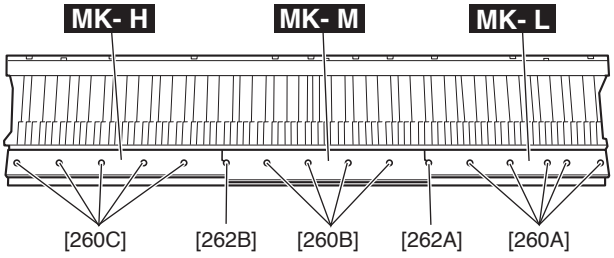

Fig.28（図 28）
Remove the five (5) screws marked [260A] and the screw marked [262A]. The MK-L circuit board can then be removed. (Fig.28)
Remove the four (4) screws marked [260B], the screw marked [262A] and the screw marked [262B]. The MK-M circuit board can then be removed. (Fig.28)
Remove the five (5) screws marked [260C] and the screw marked [262B]. The MK-H circuit board can then be removed. (Fig.28)
[260A] のネジ 5 本と [262A] のネジ 1 本を外して、MK-L シートを外します。(図 28)
[260B] のネジ 4 本と [262A] のネジ 1 本、[262B] のネジ 1 本を外して、MK-M シートを外します。(図 28)
[260C] のネジ 5 本と [262B] のネジ 1 本を外して、MK-H シートを外します。(図 28)
Tighten the five (5) screws marked [260A] and the screw marked [262A] to fix the MK-L circuit board. (Fig.28)
MK-L シートを取り付け、[260A] のネジ 5 本と [262A] のネジ 1 本を取り付けます。（図 28）
Tighten the four (4) screws marked [260B], the screw marked [262A] and the screw marked [262B] to fix the MK-M circuit board. (Fig.28)
MK-M シートを取り付け、[260B] のネジ 4 本と [262A] のネジ 1 本、[262B] のネジ 1 本を取り付けます。（図 28）
Tighten the five (5) screws marked [260C] and the screw marked [262B] to fix the MK-H circuit board. (Fig.28)
MK-H シートを取り付け、[260C] のネジ 5 本と [262B] のネジ 1 本を取り付けます。(図 28)